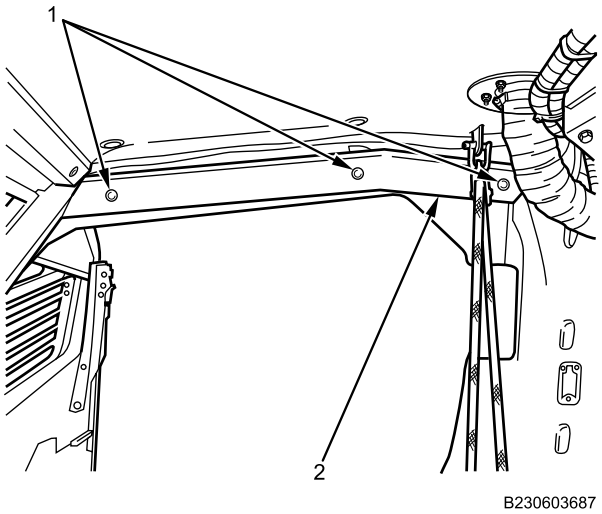

Figure 12. Right Front Door Molding.
4. Install right front door molding (Figure 12, Item 2) with three new fasteners (Figure 12, Item 1).